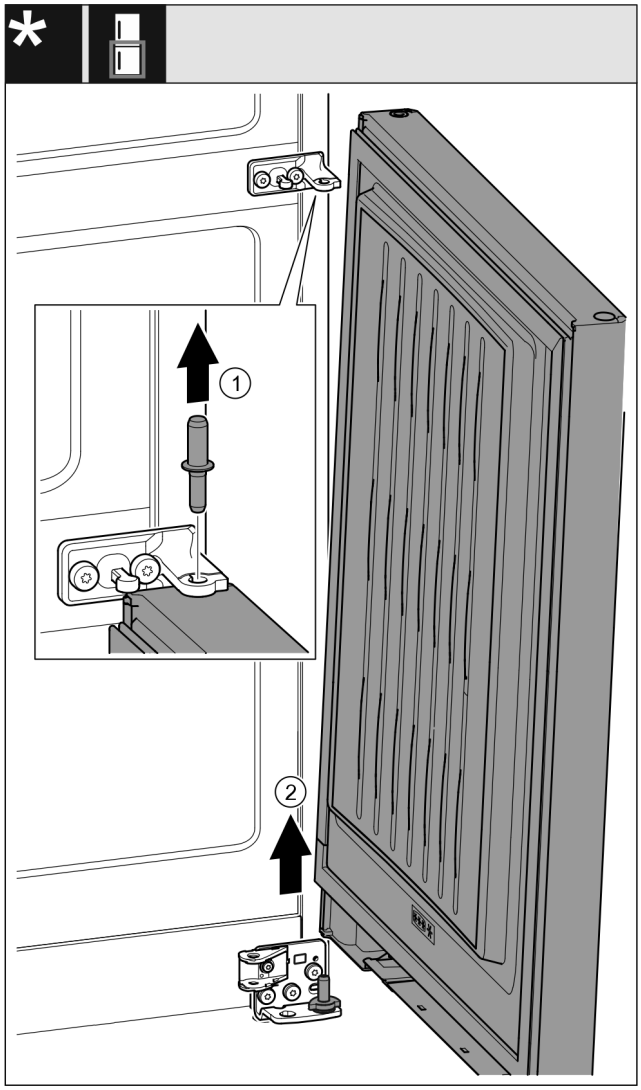

Fig. 32 S tlumičem zavírání*
▶ Čep *Fig. 32 (1)* vytáhněte nahoru.*
▶ Dveře *Fig. 32 (2)* kýváním vysaďte a odložte stranou.*